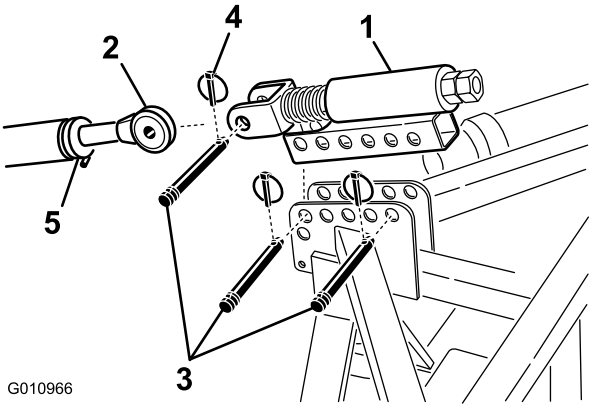

Rysunek 10
1. Zamocuj górny łącznik ze sprężyną do wspornika aeratora, używając dwóch sworzni łącznika oraz zawleczek (Rysunek 10).
2. Poluzuj nakrętkę zabezpieczającą na górnym łączniku traktora. Wyreguluj długość górnego łącznika tak, aby sięgał do jarzma na górnym łączniku ze sprężyną po stronie aeratora (Rysunek 10).
3. Zamocuj górny łącznik traktora do jarzma na górnym łączniku ze sprężyną i zabezpiecz połączenie sworzniem łącznika i zawleczką (Rysunek 10).
6. Obracaj górny łącznik, aż sprężyna zostanie ściśnięta o około 13 mm (Rysunek 10).